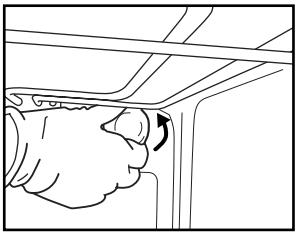

Fig. 6
2. Skruva loss lampkåpan (*fig. 6*), byt glödlampan (se anmärkning om typ av lampa) och skruva tillbaka lampkåpan.